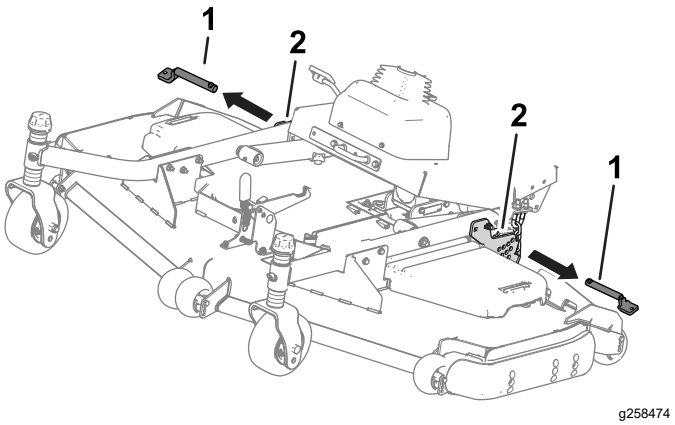

Figura 38
4. Rimuovete i perni dalle piastre dell'altezza di taglio (Figura 38).